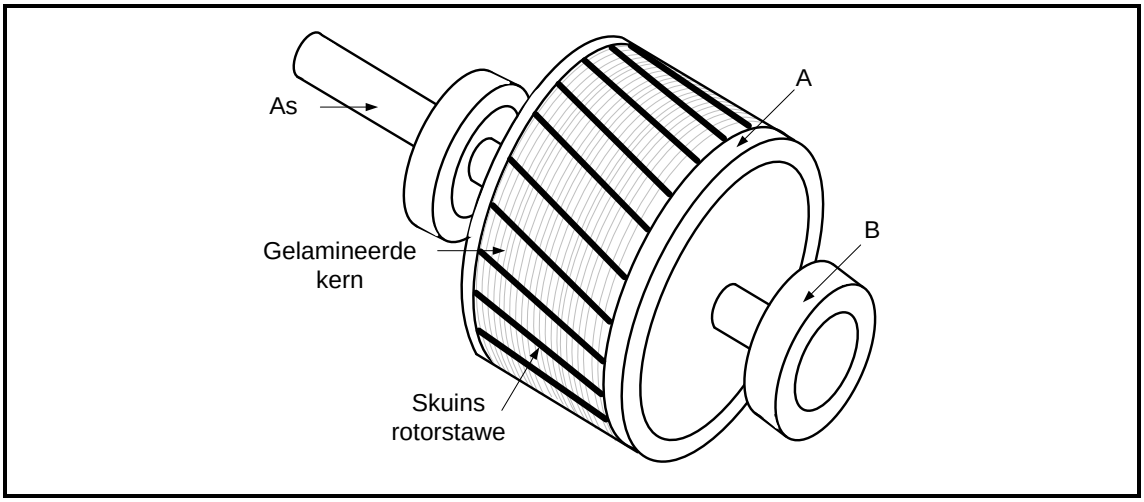

FIGUUR 5.1: SKEMATIESE DIAGRAM VAN 'N ROTOR
5.1 FIGUUR 5.1 hieronder toon die rotor van 'n induksiemotor. Beantwoord die vrae wat volg.